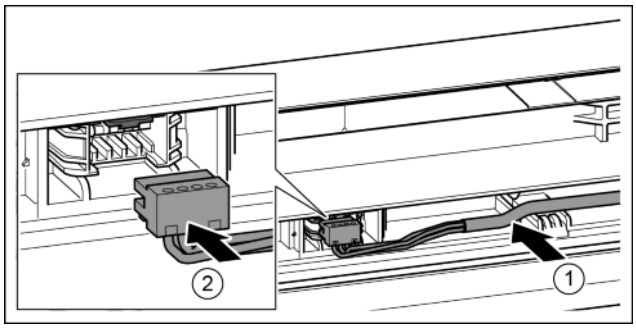

Fig. 43
▶ Poser le câble gris dans le guide de la porte supérieure. *Fig. 43 (1)*
▶ Insérer le connecteur. *Fig. 43 (2)*